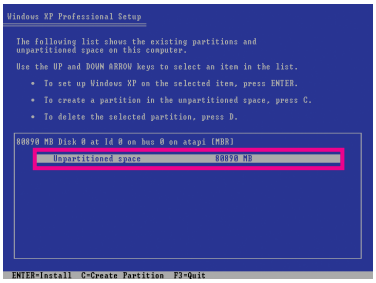
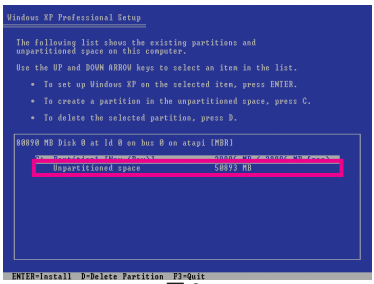

図 1
図 2
2. ハードドライブを分割しているとき (図 1)、Xpress Recovery2 用に割り当てられていないスペースを残しておいてください (10 GB 以上を推奨します。実際のサイズ要件は、データ量によって異なります) (図 2)。